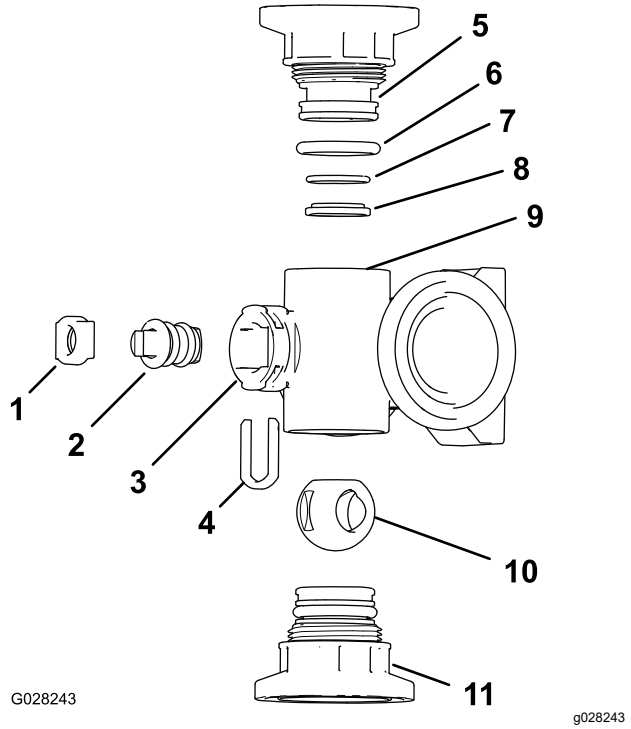
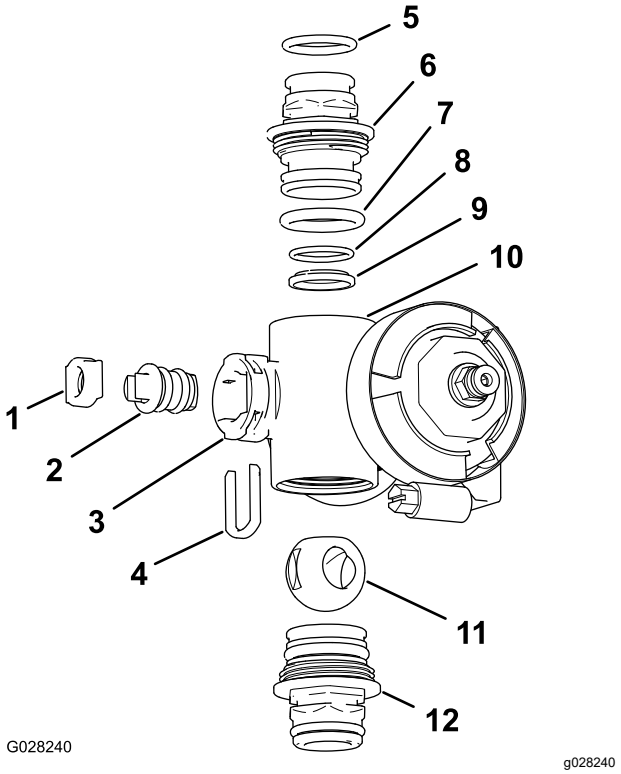

Figuur 78
Figuur 79
2. Verwijder de 2 dopaansluitingen van de uiteinden van de verdelerbehuizing (Figuur 78 en Figuur 79).
4. Verwijder de houder van de afsluiter uit de openingen in de ventielopening van de verdeler (Figuur 78 en Figuur 79).
5. Neem de houder van de afsluiter en de zitting van de afsluiter uit de verdeler (Figuur 78 en Figuur 79).
6. Neem de ventieleenheid uit de verdelerbehuizing (Figuur 78 en Figuur 79).
1. Controleer de staat van de O-ringen van de uitgaande fitting (alleen spuitboomklepverdeler), de O-ringen van de dopafdichting, de O-ringen van de achterzitting en de kogelzitting op schade of slijtage (Figuur 78 en Figuur 79).
2. Breng siliconenvet aan op de afsluiter en steek deze in de zitting van de afsluiter (Figuur 78 en Figuur 79).
3. Monteer de afsluiter en de zitting in de verdeler en bevestig de afsluiter en de zitting met de houder van de afsluiter (Figuur 78 en Figuur 79).
4. Zorg dat de O-ring van de achterzitting en de kogelzitting uitgelijnd zijn en op hun plaats zitten in de dopaansluiting (Figuur 78 en Figuur 79)
5. Breng de dopaansluiting aan op de verdelerbehuizing tot de flens van de dopaansluiting contact maakt met de verdelerbehuizing (Figuur 78 en Figuur 79). Draai vervolgens de dopaansluiting nog ⅛ tot ¼ slag.